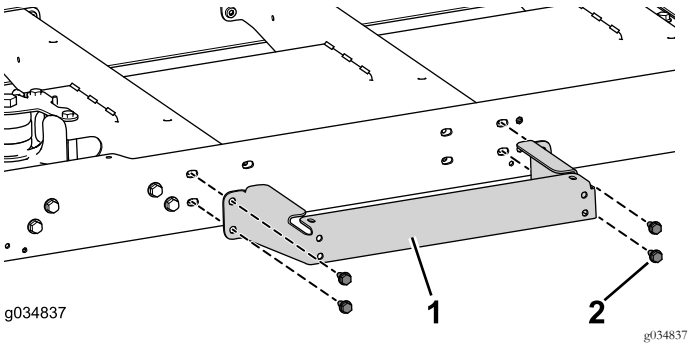

Figura 77
1. Utilize os quatro parafusos (5/16" x ¾") para instalar sem apertar o suporte da plataforma no canal central (Figura 77).